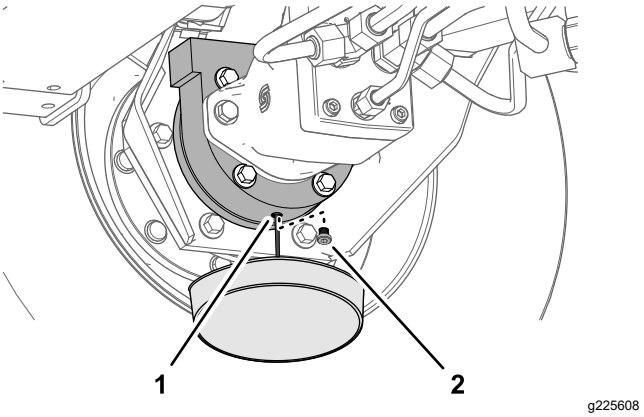

Рисунок 103
6. Подставьте сливной поддон под корпус тормоза, снимите пробку сливного отверстия и дайте маслу полностью стечь (Рисунок 103).